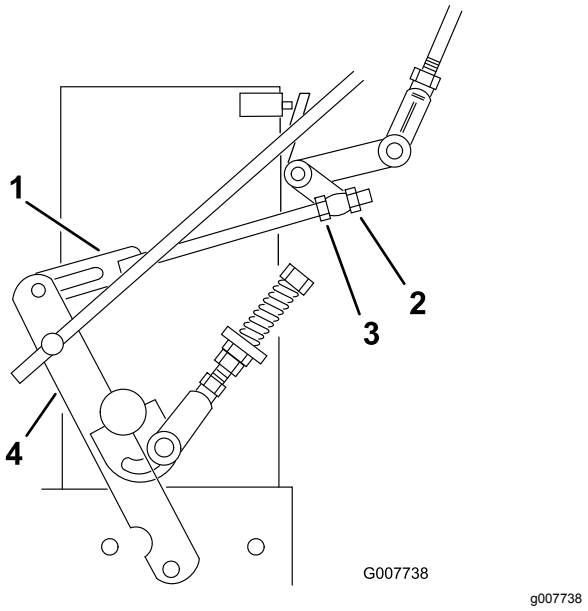

Figuur 36
8. Draai de voorste stelmoer los op het linker hydrauliekmechanisme zoals afgebeeld in Figuur 36.
9. Draai de stelmoer linksachter linksom totdat het wiel vooruit draait (Figuur 36).
10. Draai de achterste stelmoer per keer een kwartslag rechtsom. Zet vervolgens de toerenregeling naar voren en terug in de NEUTRAALSTAND. Herhaal dit totdat het linkerwiel niet langer naar voren draait (Figuur 36).